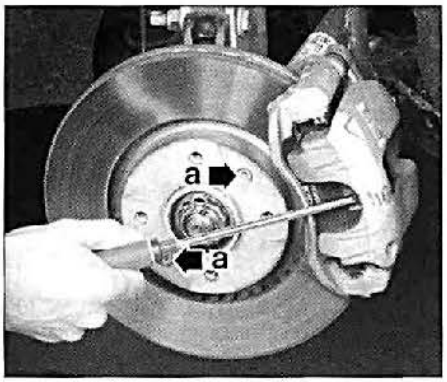

FIG. 5
• Empujar hacia atrás el pistón (hacer palanca con un destornillador) **(fig. 5).**
• Desmontar los tornillos (A) **(fig. 5)** y el disco de freno.